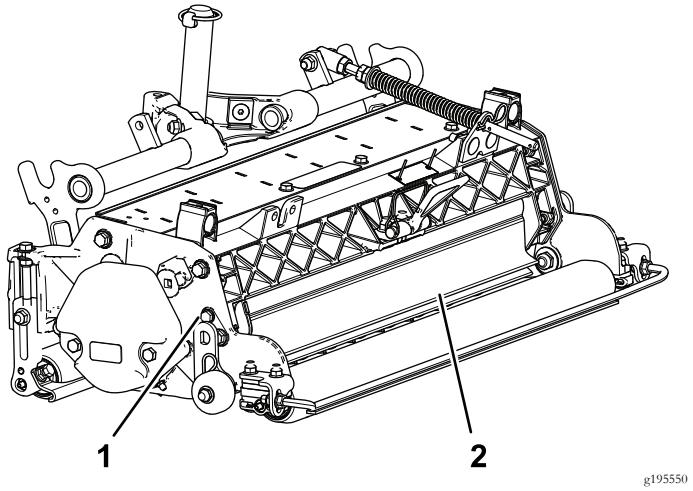

图10
1. 松开挡草罩枢轴上的螺栓 图10。
2. 将挡草罩旋转至所需设置然后拧紧螺栓 图10。